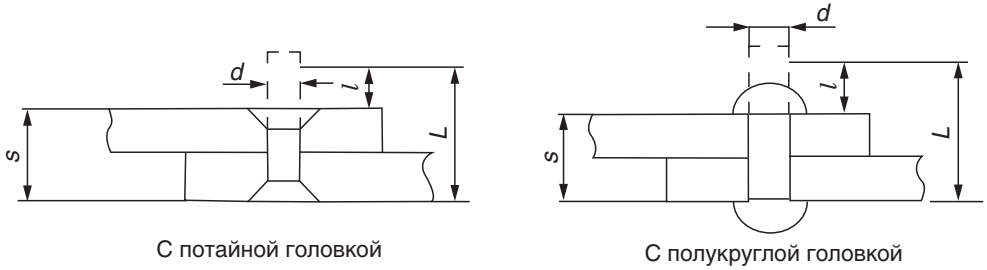

Рис. 75. Расчет длины заклепки
Длина стержня заклепки (L) определяется в зависимости от общей толщины соединяемых деталей и формы замыкающей головки (рис. 75). Замыкающая головка образуется из выступающей части стержня. Длина выступающей части стержня заклепки (l) должна составлять: для потайной головки — 0,8 — 1,2d, для полукруглой головки — 1,2 — 1,5d.
Используя рисунок 75, рассчитайте длину заклепки с полукруглой головкой, если известно, что s = 20, d = 15.